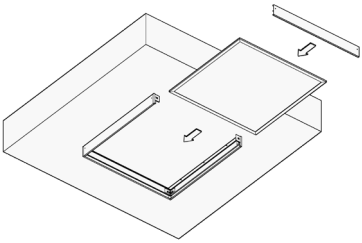
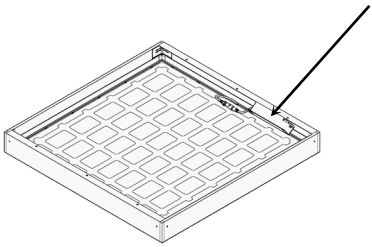

Рисунок 13 – Установка светильника в рамку.
Рисунок 14 – Правильное положение блока питания в рамке.
5.5.7. Установите светильник в рамку (рис.13). **Обратите внимание на правильное положение блока питания в рамке (рис.14).** Установите боковую крышку на место до щелчка.